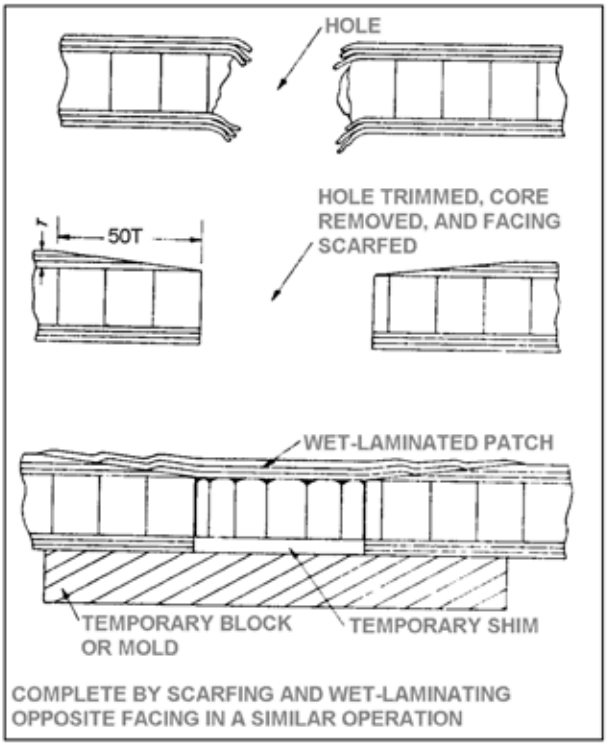

FIGURE 3-7. Typical scarf joint repair.
(4) Recouvrez toute la réparation d'un tissu d'arrachage et éliminez soigneusement toutes les bulles d'air de la résine. Appliquez une pression sur la réparation avec du ruban adhésif ou des sacs de sable et laissez durcir. Une fois que la réparation a durci, enlevez l'excès de résine en limant ou en ponçant le revêtement pour qu'il épouse le contour de la pièce d'origine. Lissez le revêtement avec du papier de verre fin et finissez le revêtement pour qu'il corresponde à la pièce d'origine.
(5) Une autre méthode de superposition qui fonctionne tout aussi bien consiste à placer d'abord la grande pièce sur la zone poncée, puis chaque petite pièce suivante par-dessus. Les deux types de réparation sont terminées exactement de la même manière.
(6) La méthode de l'enture (voir figure 3-7) est normalement utilisée pour les petites perforations jusqu'à 75 à 100 mm de dimension maximale et pour les revêtements qui sont faits de tissu fin difficile à peler.